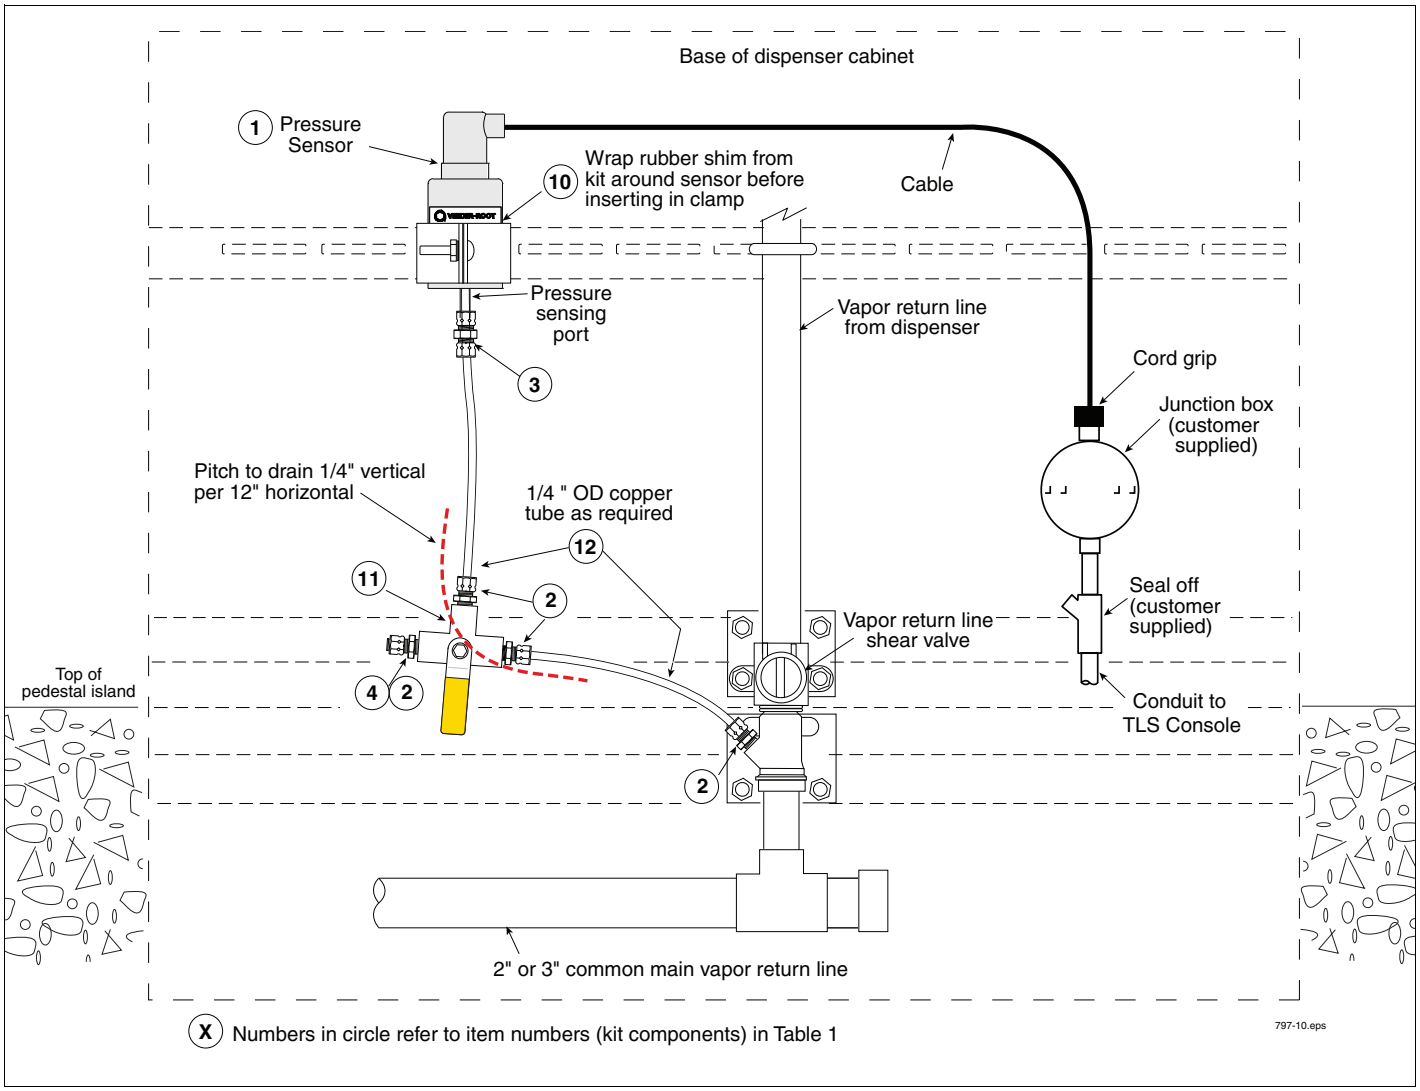
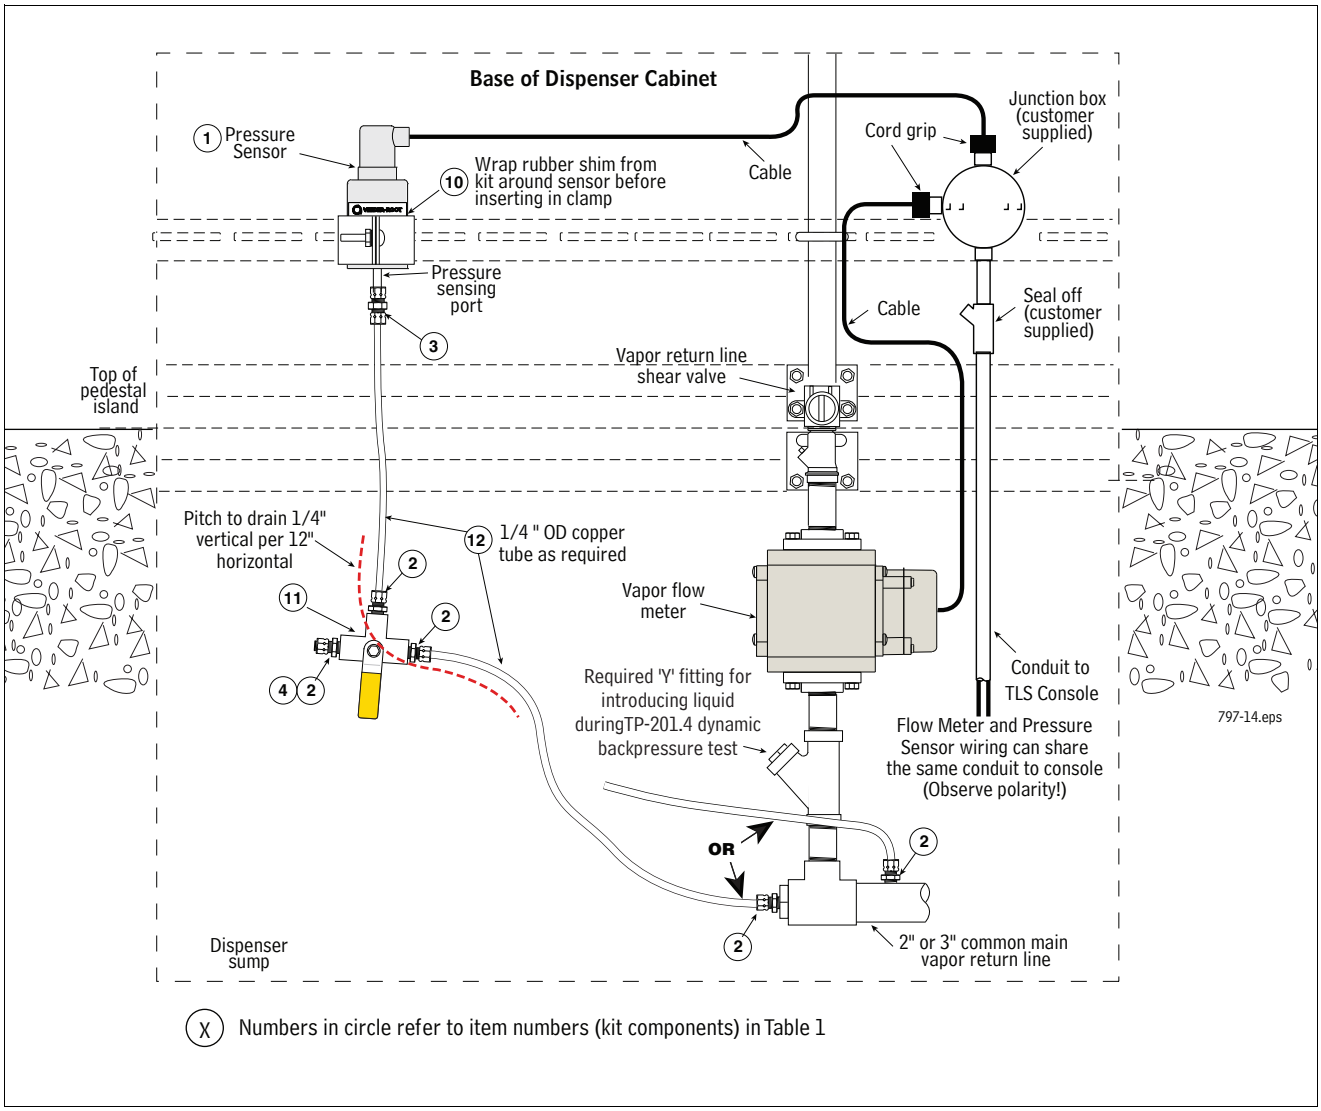
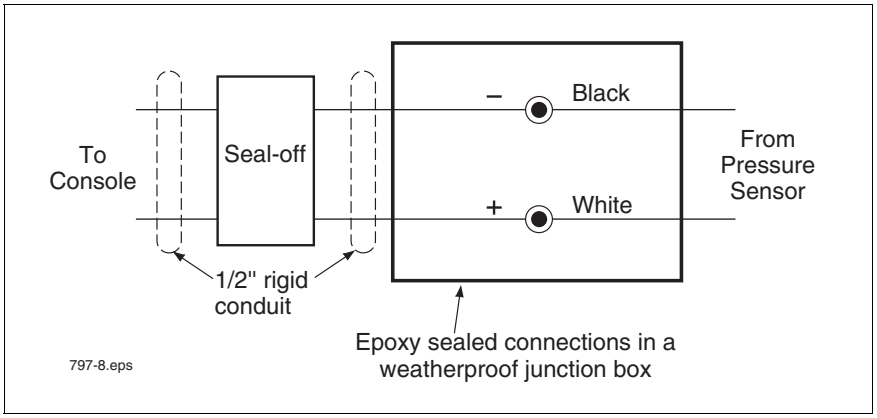

**Figure 2. Example Pressure Sensor Install In Shear Valve Port - Preferred Non-ISD Installation (Without Vapor Flow Meter)**
**Figure 6. Example Pressure Sensor Install Below Vertical Access Fitting Or Vapor Return Line - ISD Installation (With Vapor Flow Meter Below Shear Valve)**
**Figure 7. Field wiring Pressure Sensor - Observe Polarity**
3. Refer to Pressure Sensor dispenser installation examples in Figure 2 through Figure 6 to locate a suitable port or plumb a suitable fitting for the Pressure Sensor tubing in either the vapor return shear valve or in the
4. Install one of the 68CA-4-4 male connectors (item 2 in Table 1) from the kit into the tapped hole.
5. Install Pressure Sensor (item 1 in Table 1) vertically to the dispenser frame or piping using the 2-inch conduit clamp, rubber shim, and necessary bolts, nuts, and washers from the included Universal Sensor Mounting kit. Wrap the rubber shim (item 10 in Table 1) around the sensor before inserting it into the clamp. Also make sure the sensor cable outlet is facing up and the pressure sensing port tube in the base of the sensor is facing down.
6. Attach one end of the 62CA-4 union (item 3 in Table 1) to the pressure sensing port in the base of the Pressure Sensor.
7. Install the remaining 68CA-4-4 male connectors (item 2 in Table 1) from the kit into each of the three ports in the 3-way calibration valve (item 13 in Table 1).
8. Measure, fabricate, and install a ¼" OD copper tube (item 12 in Table 1) that runs between the 62CA-4 union in the base of the sensor and the center port of the 3-way calibration valve.
9. Measure, fabricate, and install a ¼" OD copper tube that runs between the ¼" tube end of the male connector fitting installed beneath the shear valve mechanism and the right port on the 3-way valve, being careful not to create any potential liquid traps (Note 3-way valve orientation in Figure 6).
10. Screw the 59CA-4 plug, item 4, from the kit onto the left port's male connector. Make sure the valve's handle is set to connect the sensor to the vapor return line and not to the capped (ambient) port.
11. Route the cable from Pressure Sensor to the Pressure Sensor junction box in the dispenser. Observing polarity, connect the sensor wiring to the field wiring from console and cap with wire nuts (see Figure 7).
6. Install one 68CA-4-4 male connector (item 5 in Table 2) into the center port of the 3-way calibration valve, and then directly attach it to the pressure sensor inlet port (see Figure 7).